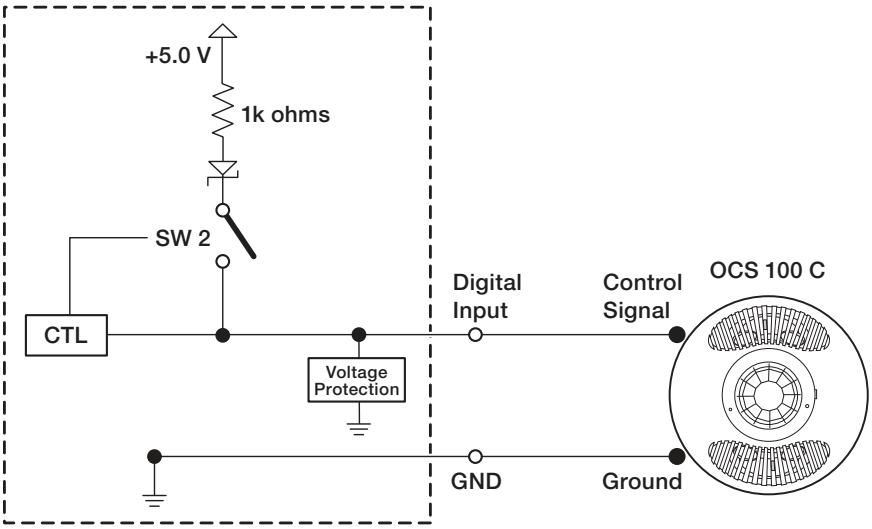

Figure 14. Occupancy Sensor, without Pull-up
- Figure 14 shows an example application, digital input without pull-up: occupancy sensor connection.